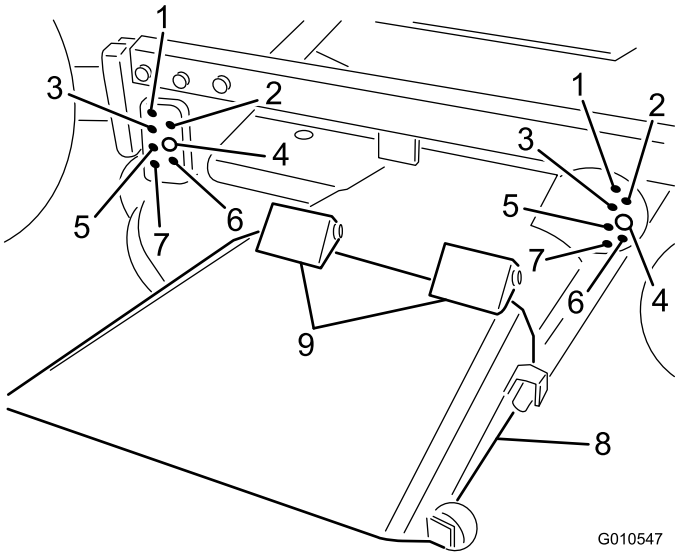

Figur 9
7. Senk bærerammen og monter fire splittpinner i braketthull og rammebraketter for ønsket klippehøyde. Fest alle fire pinnene med hårnålssplintene (Figur 9).